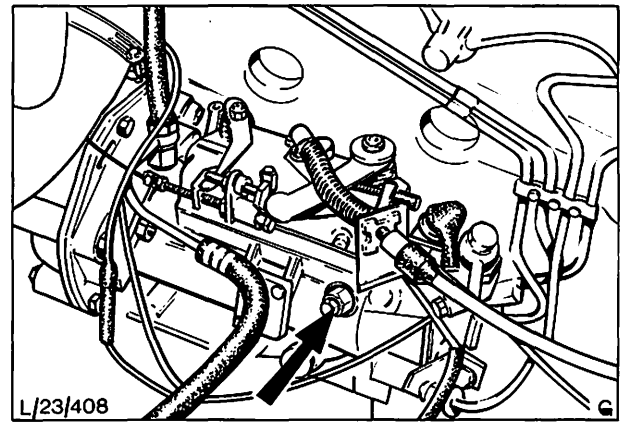

Abb. 25 Einspritzpumpen-Entlüftungsschraube
5. Durch Lösen der Entlüftungsschraube am hinteren Teil der Pumpe diese entlüften (Abb. 25).